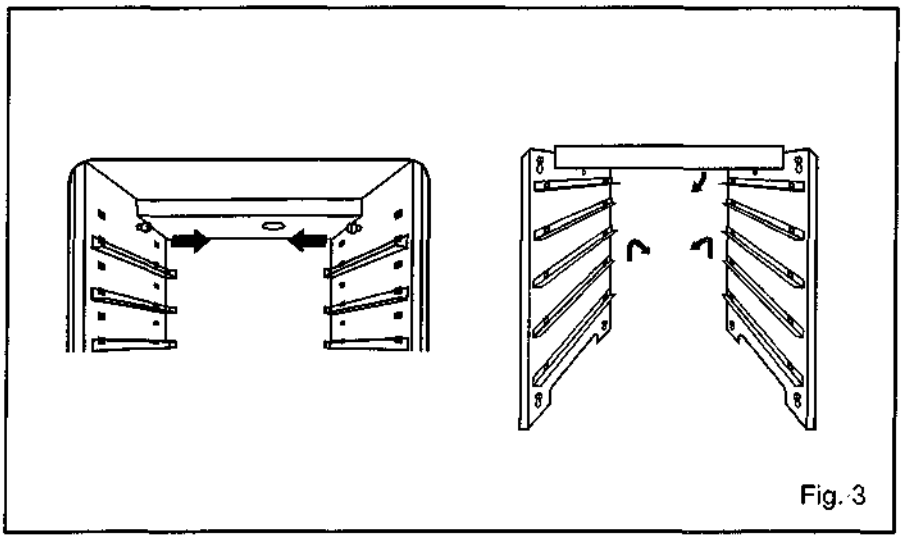

Fig. 3
4. To remove the right and left panel and the top panel, first remove the screw on the left side and lift and pull the panel to remove it. Then remove the top panel. Finally, remove the right panel as same as left panel. See Fig. 3.